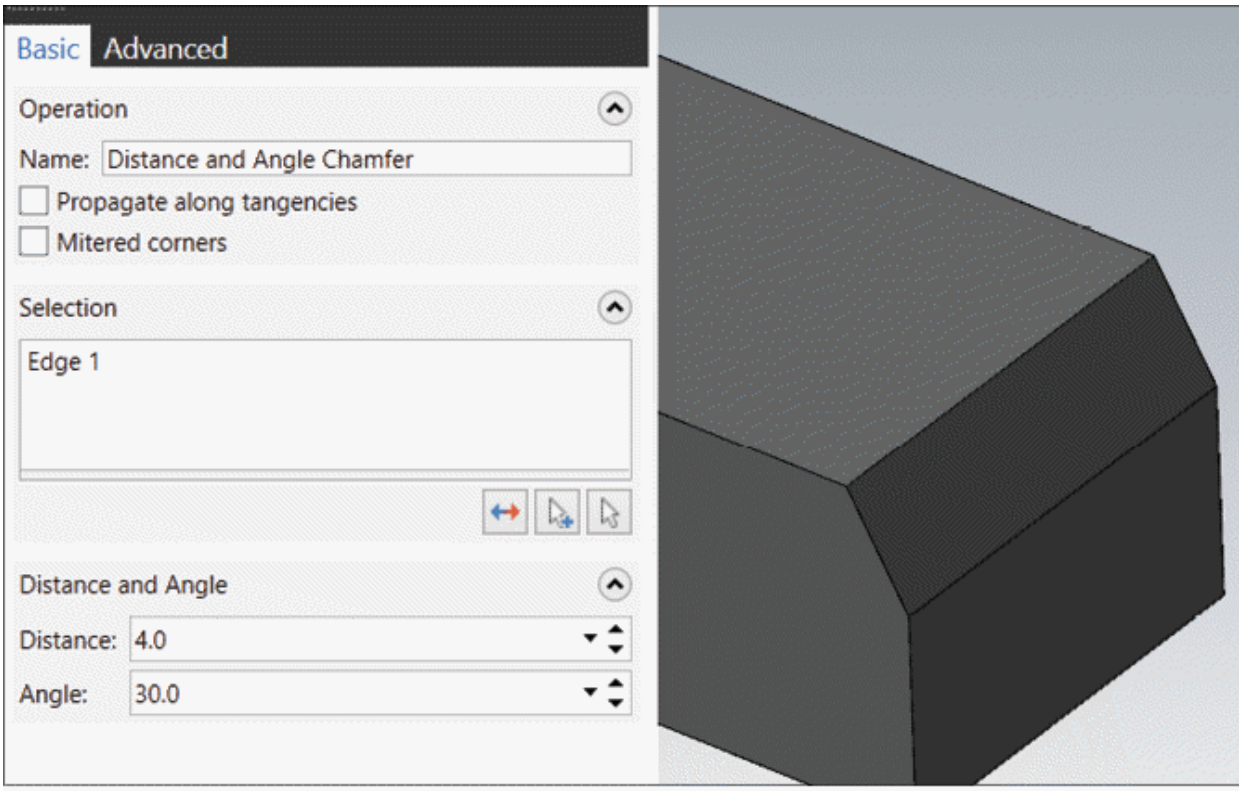

Figure-60. Preview of Distance and Angle chamfer
- Select the edge and reference face or faces on whose edges you want to create chamfer. After selecting the entities, click on the **OK** button from the selection box. Preview of the chamfer will be displayed; refer to Figure-60.